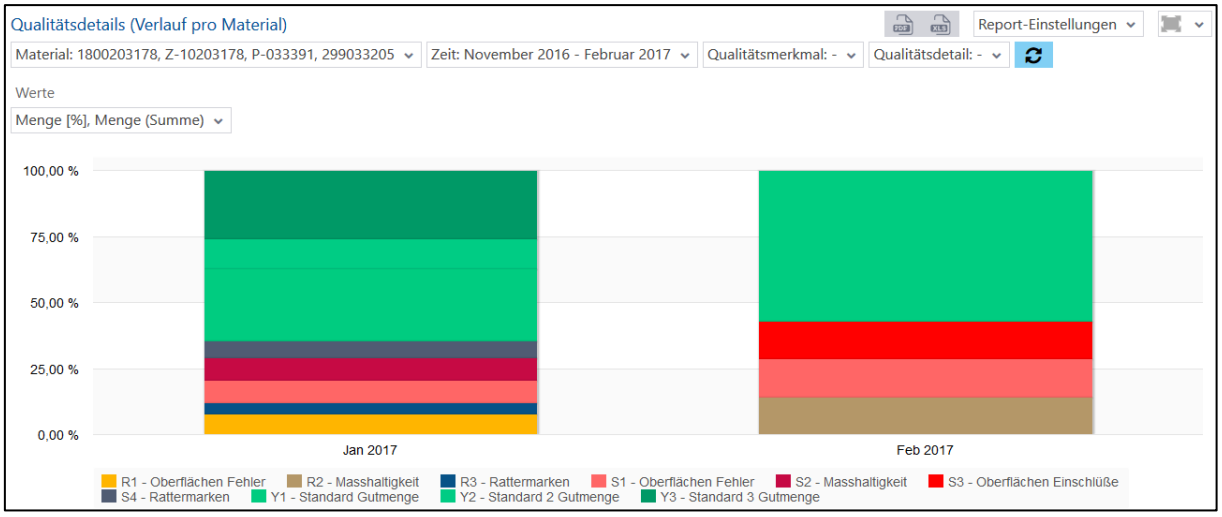

**Bild 121:Qualitätsdetails (Verlauf pro Material) als Säulendiagramm**
- Qualitätsdetails (Verlauf pro Material) als Säulendiagramm (Bild 121):